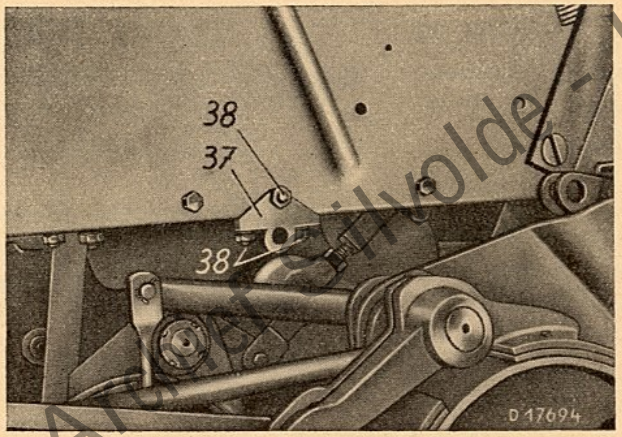

Bild 13
2. Auglager 37 (Bild 25) durch eine neue Schraube 38 mit Mutter 39 und Federring 40 am Seitenblech befestigen (Bild 13).